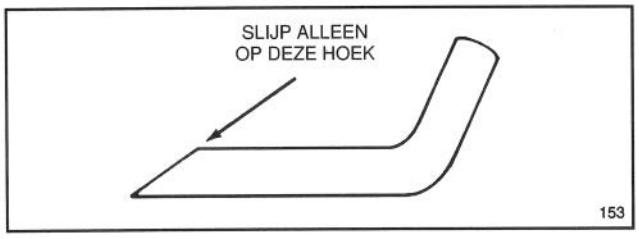

Afbeelding 23
6. SLIJPEN VAN HET MES—Slijp de bovenkant van het mes (zijde gericht naar bovenkant maaikast) met een vijl en behoud de oorspronkelijke snijhoek (Afb. 23). Het mes blijft in evenwicht, wanneer van beide snijkanten evenveel wordt weggeslepen.